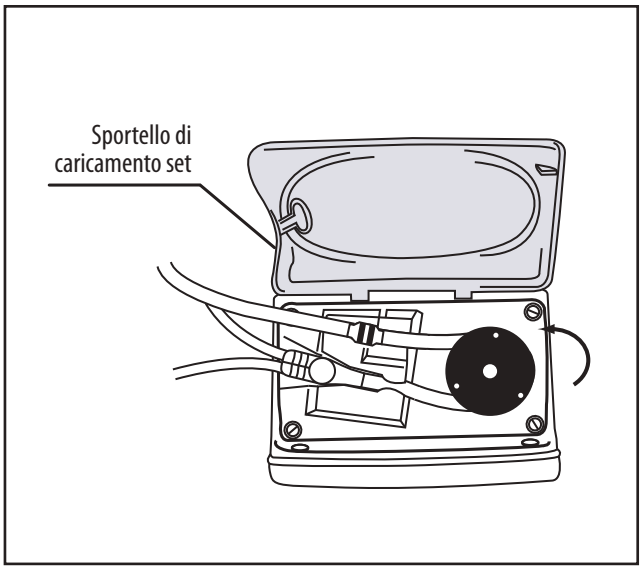

Figura 6B.
3. Afferrare l'estremità con il fermo MISTIC (anello di fermo nero) e avvolgere il tubo in senso antiorario attorno al rotore. **Evitare di tendere troppo il tubo di silicone (Figura 6B).**
4. Tirare con cautela l'estremità con il fermo MISTIC verso l'alto e a sinistra per posizionarlo sull'alloggiamento a sinistra, quindi abbassare il fermo e inserirlo nell'alloggiamento. Per un corretto inserimento, tenere premuto il fermo, quindi rilasciarlo (Figura 6B).